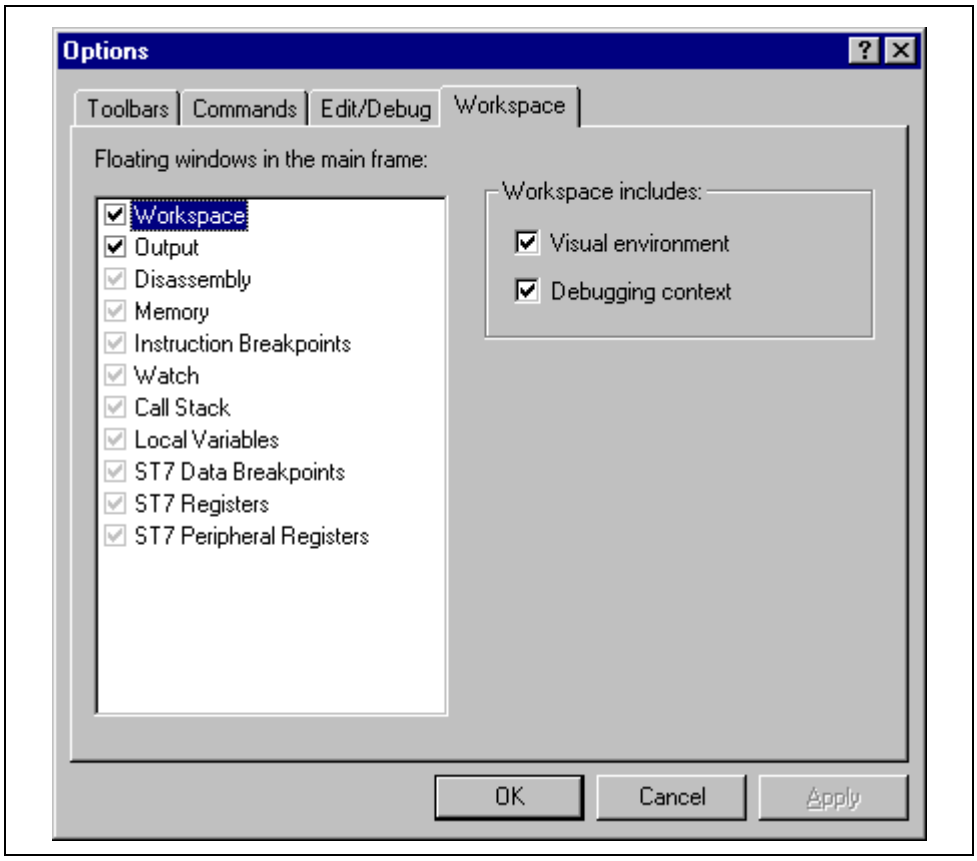

Figure 6: Options window
2. In the Options window that opens (see *Figure 6 on page 31*), select the **Workspace** tab.